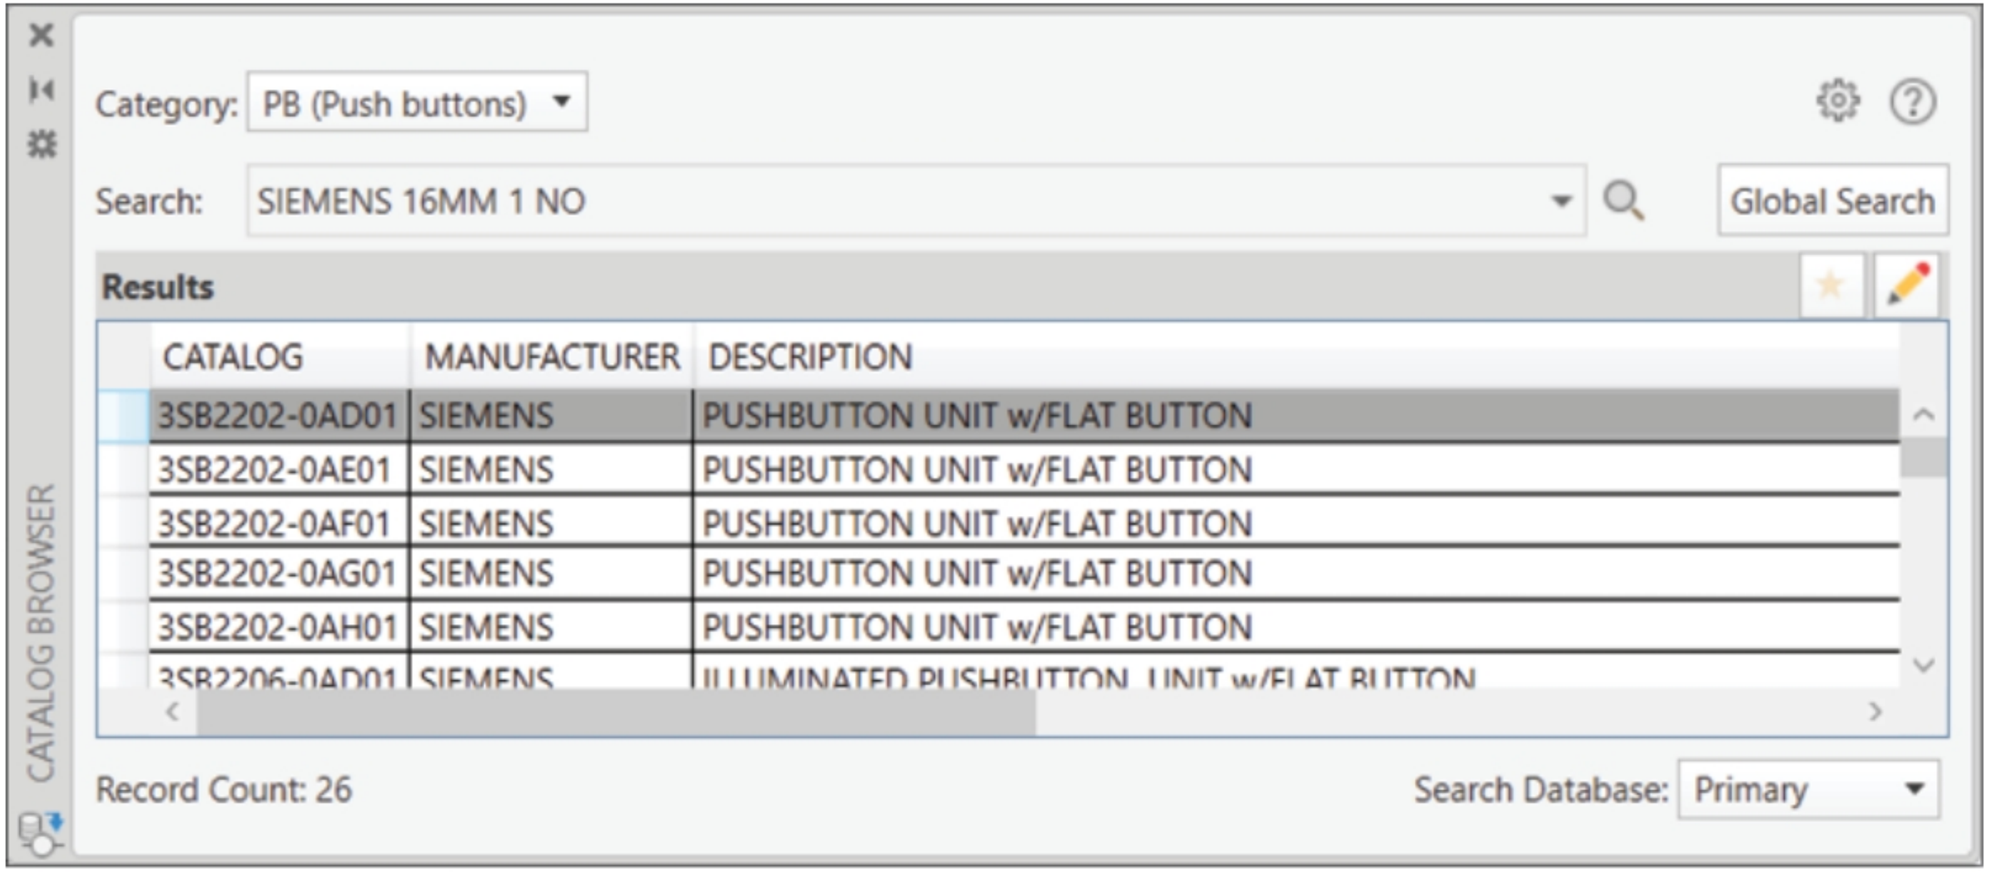

Figure-25. Catalog Browser dialog box with desired components
- Click on the **Search** button next to **Search** edit box. The list of components matching the keywords will be displayed; refer to Figure-25.